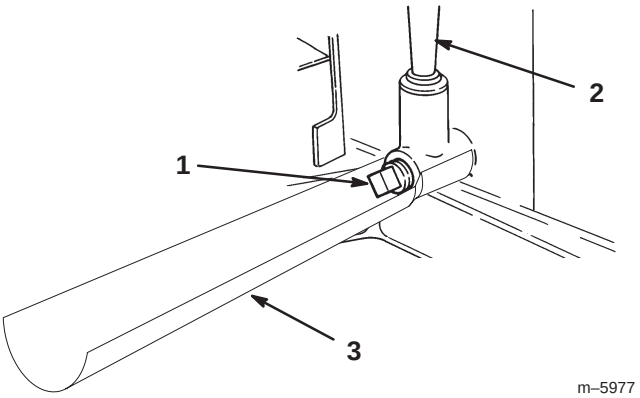

Bild 15
4. Schieben Sie einen Ablasstrichter unter das Ölpeilstab-/Einfüllrohr (Bild 15).
5. Stellen Sie ein Auffanggefäß unter den Ablasstrichter und entfernen Sie die Ablassschraube (Bild 15).